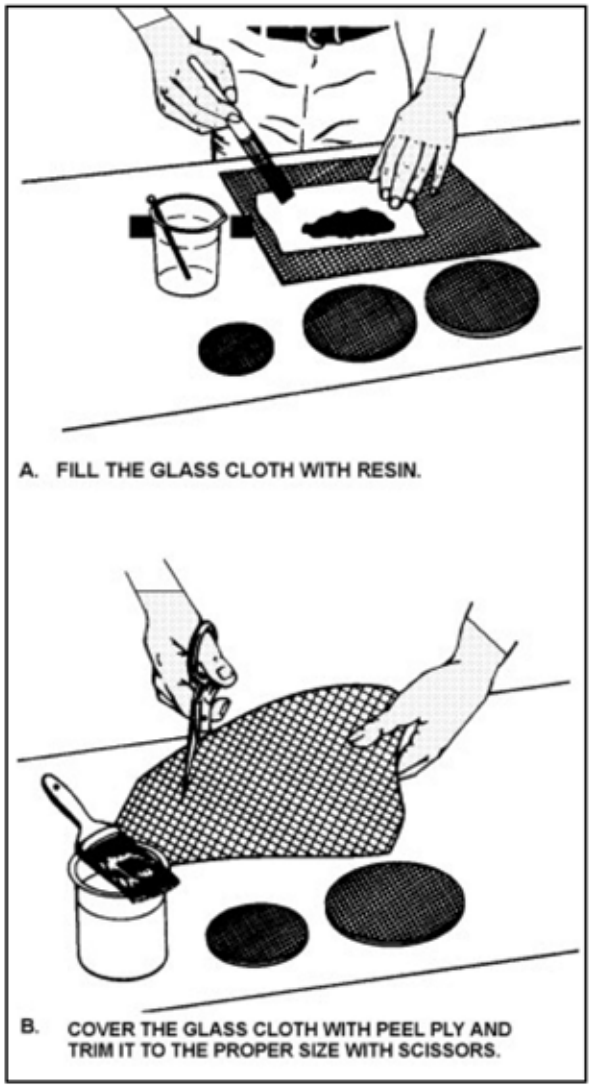

FIGURE 3-4. Preparing the fiberglass sandwich.
(1) Scarf back the edges of the hole about 50 times the thickness of the face ply. Thoroughly clean out all of the sanding residue with a cloth wet with an acceptable cleanser.
(2) Prepare the patches by (see figure 3-4) laying the proper weight fiberglass cloth impregnated with resin on a piece of peel ply. A weight of resin equal to the weight of the patch provides a 50-percent ratio.